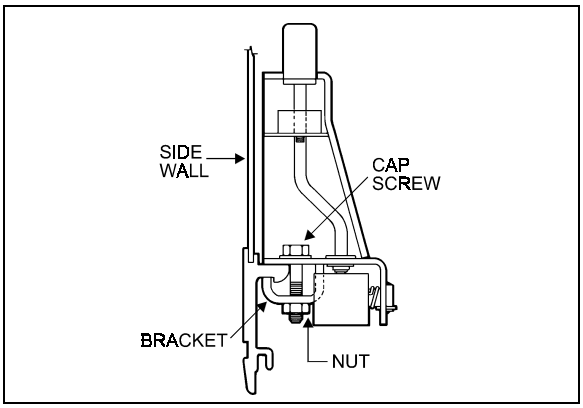

FIGURE 26: ARMREST 18106
4. Remove 2 cap screws, nuts, and washers holding seat frame to side wall and retain the 2 holding brackets. See figures 26 and 27.